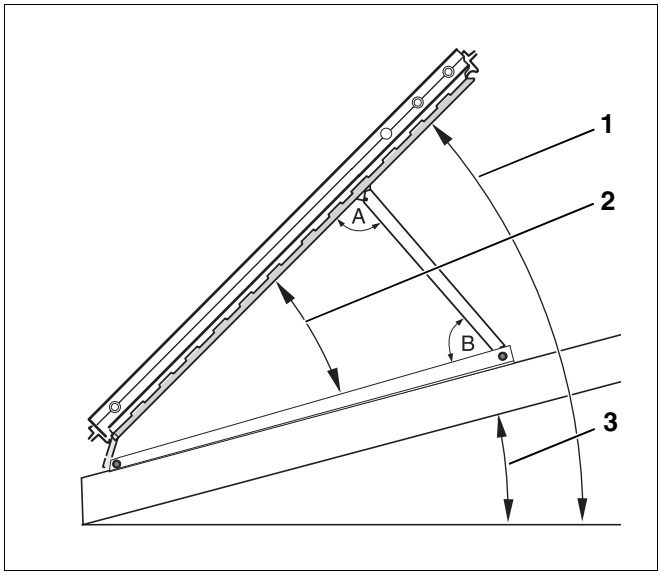

Afb. 12 Hellingshoek, dakhelling
De hellingshoek t.o.v. de horizontalen (afb. 12) moet bepaald worden in functie van de toepassing van de zonne-installatie.
- Let erop, dat de hoek tussen de steunen en de achterzijde van de collector (afb. 12, **hoek A**) evenals tussen de steunen en het T-profiel (afb. 12, **hoek B**) niet groter is dan 90°.